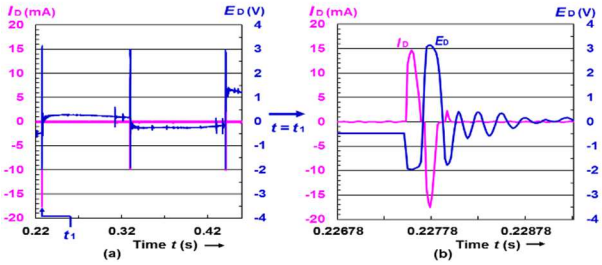

Fig.6 Characteristics of E_D and I_D of LED1, 2 for the generator
(3) Fig.6 に負荷が LED1,2 の場合の E_D, I_D の特性を示す．$t = t_1$ のときに LED2 が動作して E_D=-1.9V, I_D=15mA から電力が P_D=29mW 程度となった．LED1, LED2 の動作電圧は，各々3V, 1.7V なので，それ以下だと I_D が流れない．なお電流 I_D の極性は，測定上反転している．